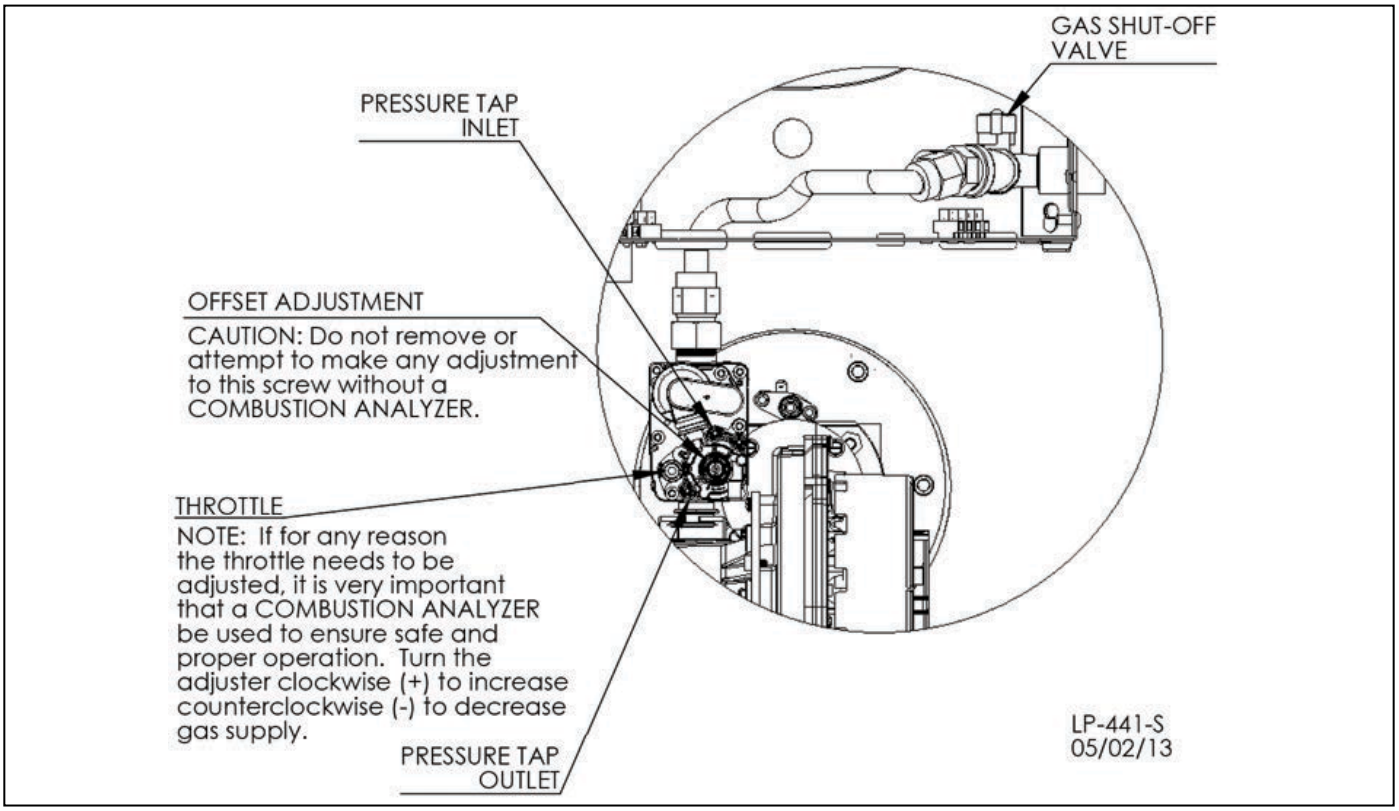

**Figure 21 - Gas Valve**
**NOTE:** Refer to Figure 21 when checking gas pressure.